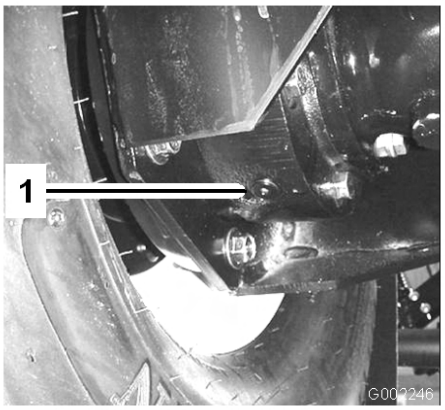

Figur 48
4. Anbring en bakke under den inderste aftapningsprop, og fjern den (Figur 48).